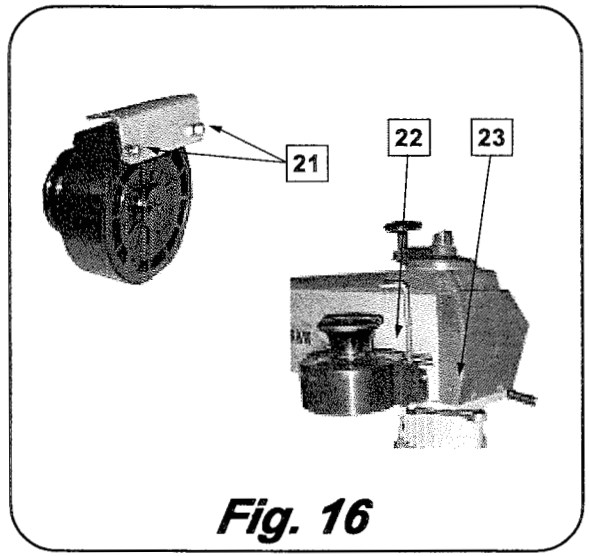

Fig. 16
22. Aprire la confezione della molla di ritorno (**e**). Smontare i due dadi di bloccaggio (**21**) in modo da dividere il supporto molla dalla molla stessa. Avvitare il supporto molla (**22**) al braccio portante per mezzo delle due viti 6x16 mm e di una chiave Allen 4 mm (**23**). Fig. 16.
22. Open up the reversal spring package (**e**). Remove the two fixing nuts (**21**) in order to divide the spring from its mount. Screw the spring mount (**22**) onto the arm by means of the two 6x16 mm screws and a 4 mm Allen wrench (**23**). Fig. 16.